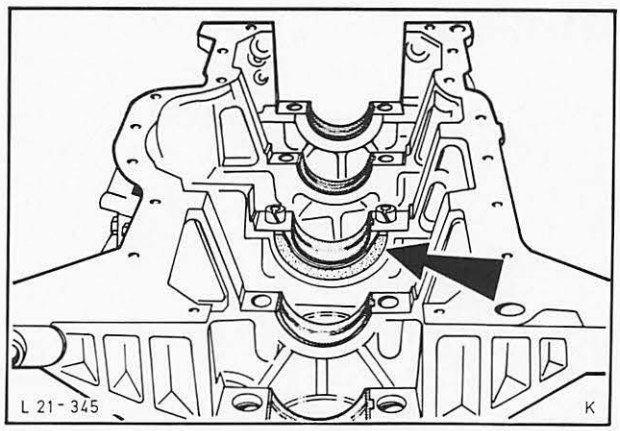

Abb. 59 Hauptlagerschalen und Anlaufhalbringe in Zylinderblock einlegen
30. Hauptlagerschalen (mit Ölnut und Bohrungen) trocken in Zylinderblock einlegen, am mittleren Lager (Führungslager) beide Anlaufhalbringe (mit der Bronzeseite und den Öltaschen nach außen) anbringen, Abb. 59. Lagerschalen einölen, Kurbelwelle vorsichtig einlegen.